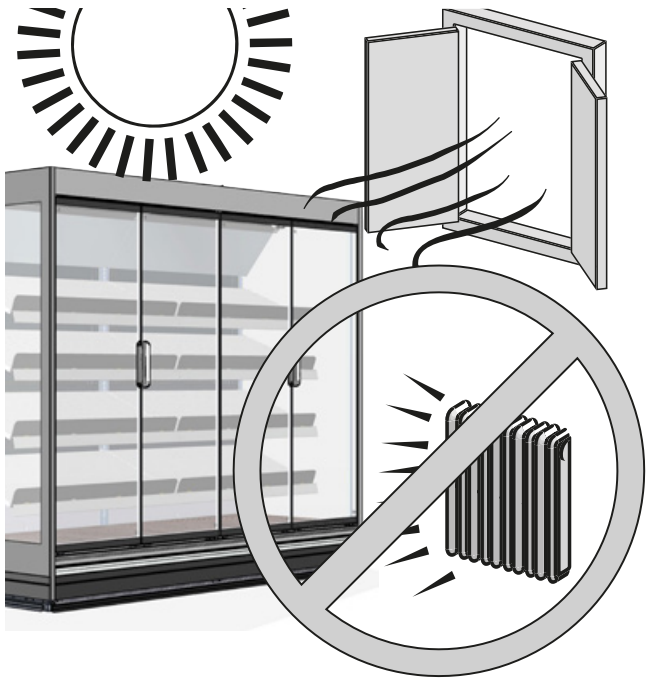

Abb. 8
- Es dürfen sich keine Wärmequellen, direkte Sonneneinstrahlung, Türen, Fenster, Ventilatoren oder Lüftungsöffnungen in der Nähe befinden ("Abb. 8").